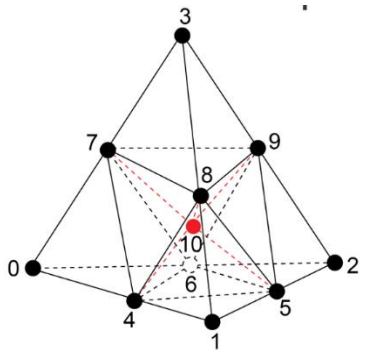

**Figure 1. Subtet subdivision used for determining Normalized Inradius quality metric**
**Normalized Inradius**: Ratio of minimum subtet inner radius to tet outer radius (circumsphere). Subtets are defined by subdividing the tet into 12 smaller tets by using a common point at the centroid of the tet and the 6 mid-edge nodes as shown in Figure 1. The minimum in-radius of any of these 12 tets normalized by its parent outer-radius and a constant is used to determine this metric. The Normalized Inradius metric is also valid for linear elements, except that all mid-edge nodes are defined as the midpoint of their corner nodes.